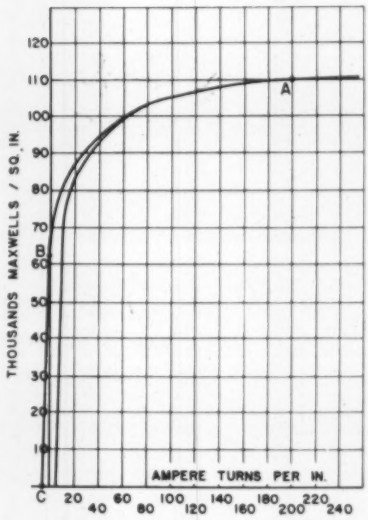

Fig. 6 Hysteresis curve illustrating the saturation flux (A), residual flux (B), coercive force at (C)
Magnetic Attraction. Only the top portion of the hysteresis curve which will be described further is shown in Fig. 6. Point (A) illustrates a value of 110,000 Maxwells per sq in. at a magnetizing force of 200 amp turns per in. This value of flux, for instance, would create a pull at the